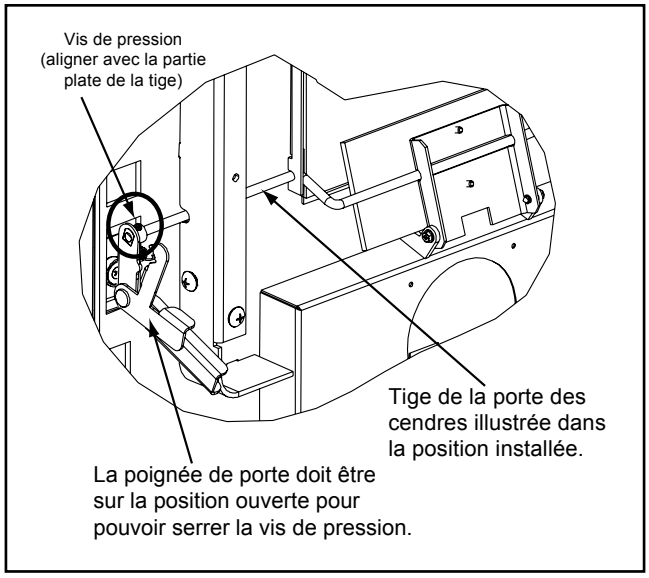

Figure 22.3
5. Réinstaller la poignée à l'aide d'une clé Allen 2 mm (3/32 po) pour serrer la vis dans la poignée de la porte. La vis de pression doit être bien serrée. **Figure 22.3.**